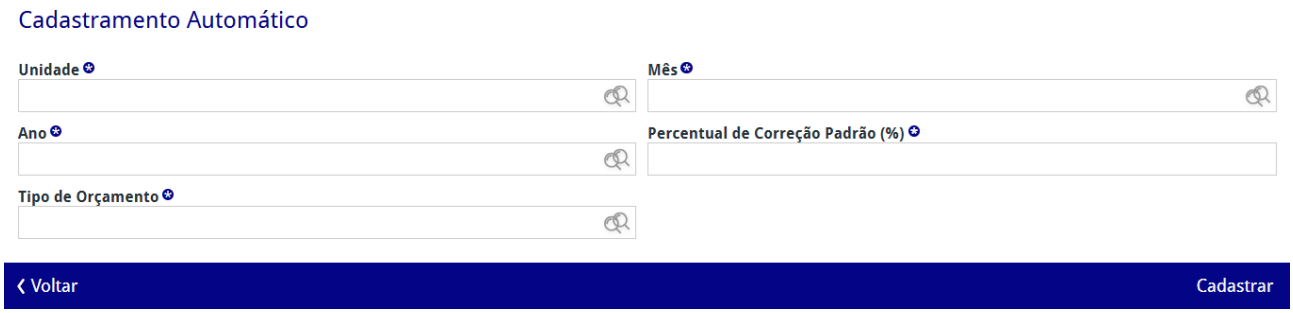

Figura 79: Formulário
2. Preencha o formulário (Figura 79) com as informações solicitadas: